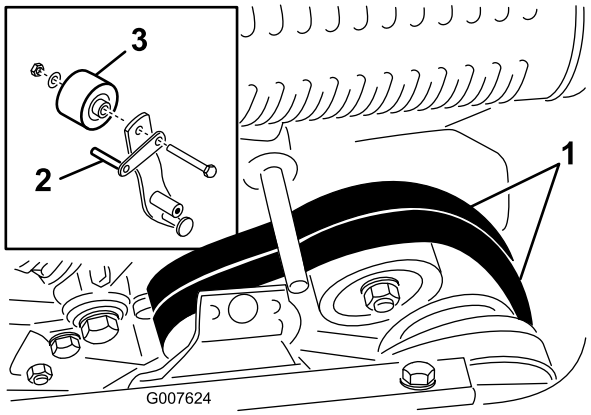

Figur 34
8. Hvis du ønsker å gjøre det lettere å dra eller skyve maskinen uten å starte motoren, må du justere remføreren (Figur 34, innstikk) på følgende måte: